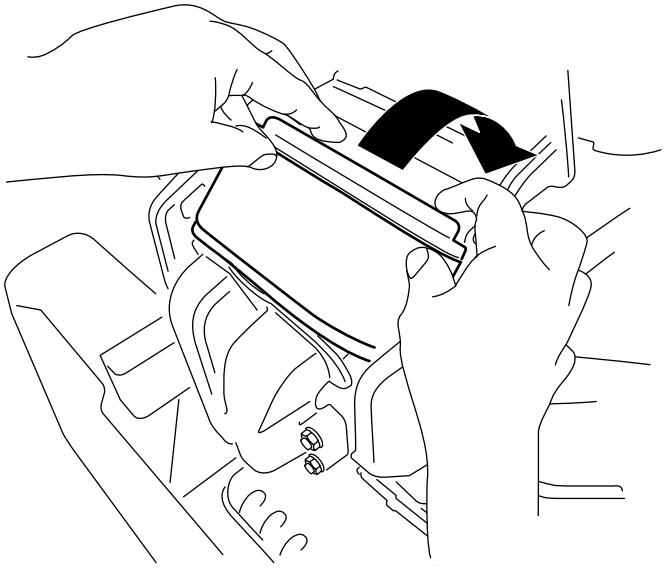

Rysunek 44
3. Obróć filtr w dół komory i całkowicie osadź go na kolektorze (Rysunek 44).